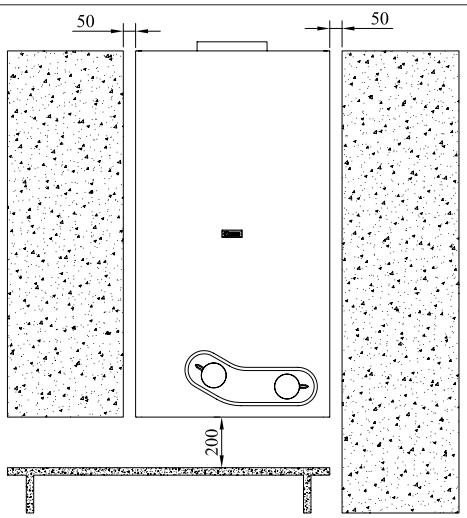

Рис.3
- Для доступа к водонагревателю при техническом обслуживании необходимо оставить вокруг водонагревателя свободное пространство, как показано на рис. 3.